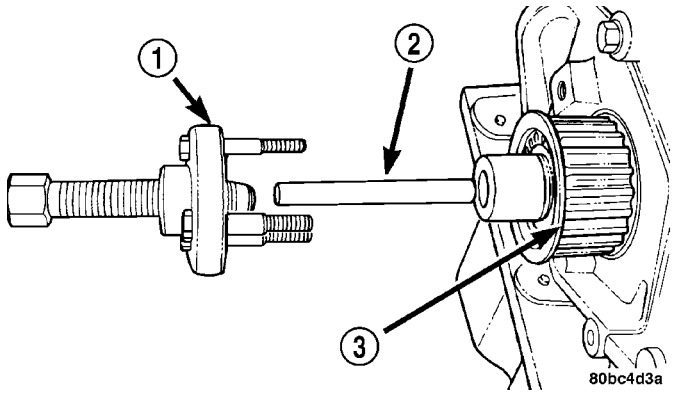

Fig. 123 Crankshaft Sprocket - Removal
(3) Remove crankshaft sprocket using Special Tools 6793 and insert C-4685-C2 (Fig. 123).